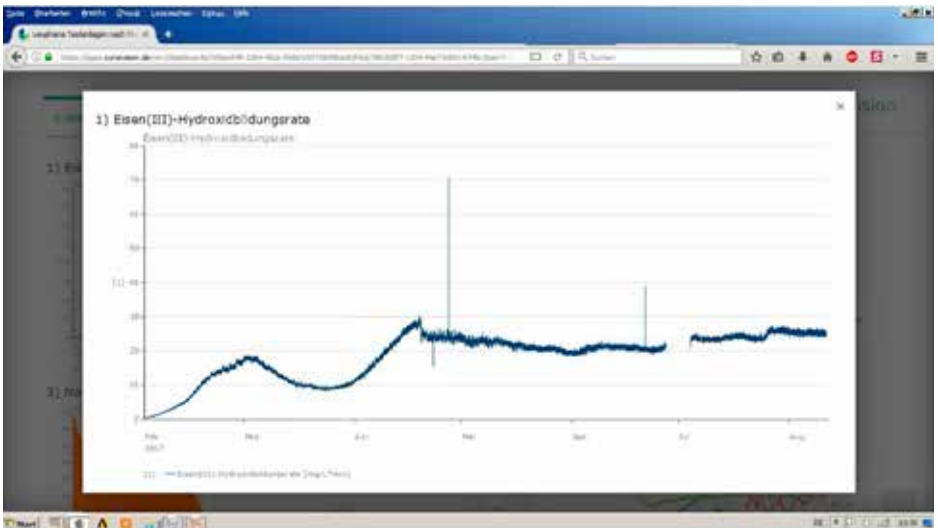

Abbildung 1: Dashboard zur Überwachung des Systemzustands
Aus diesen Sensorwerten wird zusätzlich der Gehalt an gelöstem aktiven Eisen (II) berechnet (5). Die erfassten Daten des Sensorsystems und die berechnete Korrosionsrate werden auf einen Server übertragen und auf einem Dashboard online dargestellt (Abbildung 1).